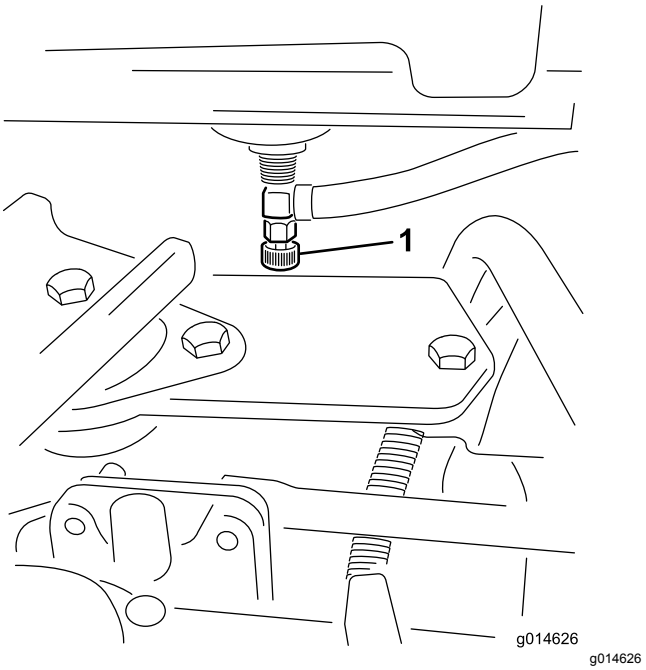

**Figuur 41**
1. Sluit de brandstofafsluitklep (Figuur 41) onder de brandstoftank.